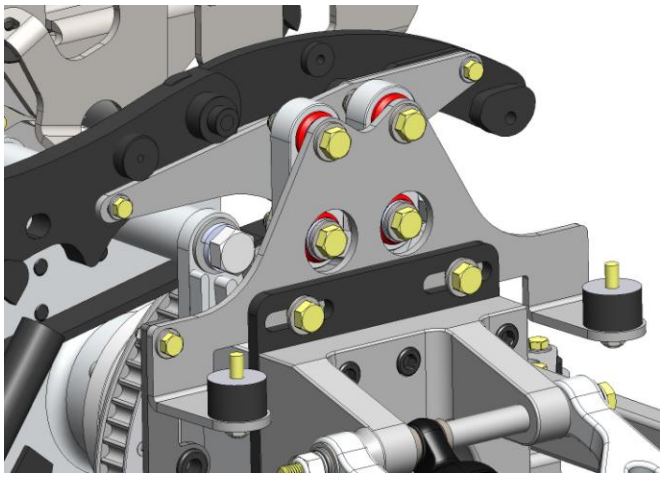

Figure 9
a. Raise unit to Top Frame and install 1/2-13x1-1/2" bolts, washers and nylock nuts. Snug the bolts, these will need to be loosened for rocker alignment done later. See **Figure 9, 10, and 11**